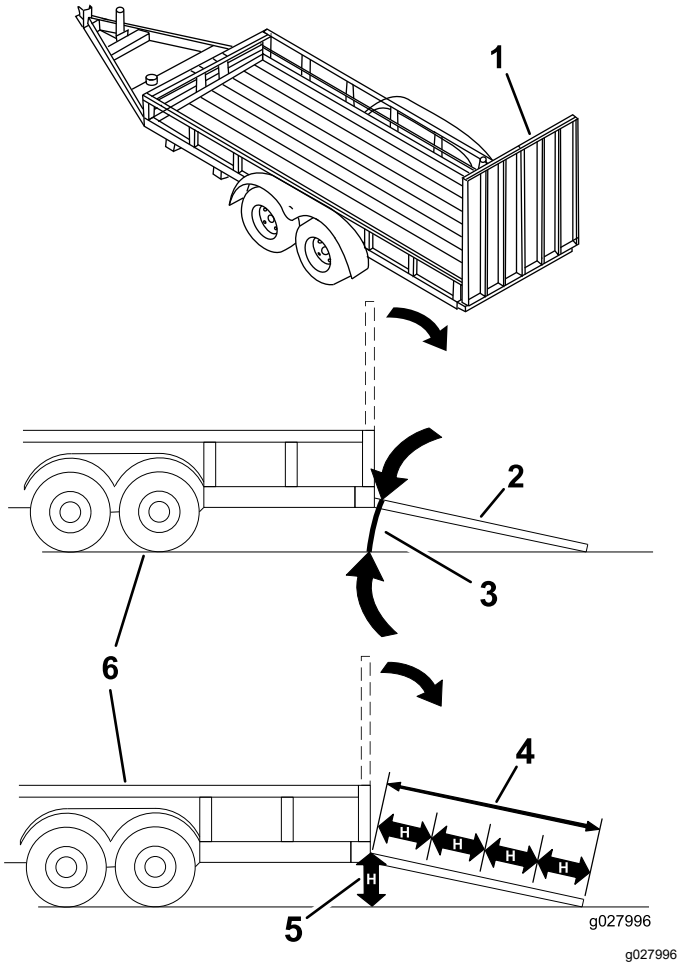

Figur 34
Lasting av maskinen på en tilhenger eller lastebil øker muligheten for at den velter og kan føre til alvorlig skader eller dødsulykker (Figur 34).
3. Senk rampen og sørg for at vinkelen mellom rampen og bakken ikke overskrider 15 grader (Figur 34).
1. Senk rampen og sørg for at vinkelen mellom rampen og bakken ikke overskrider 15 grader (Figur 34).